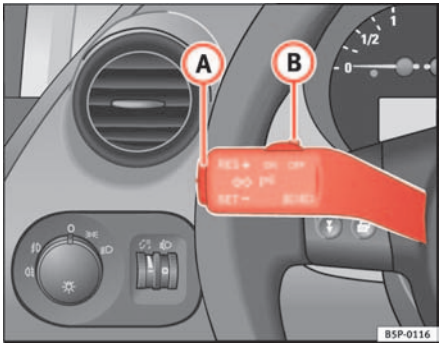

Fig. 142 Turn signal and main beam lever: Switch and rocker switch for CCS
– Push the switch ⇒ fig. 142 (B) to the left to **ON**.